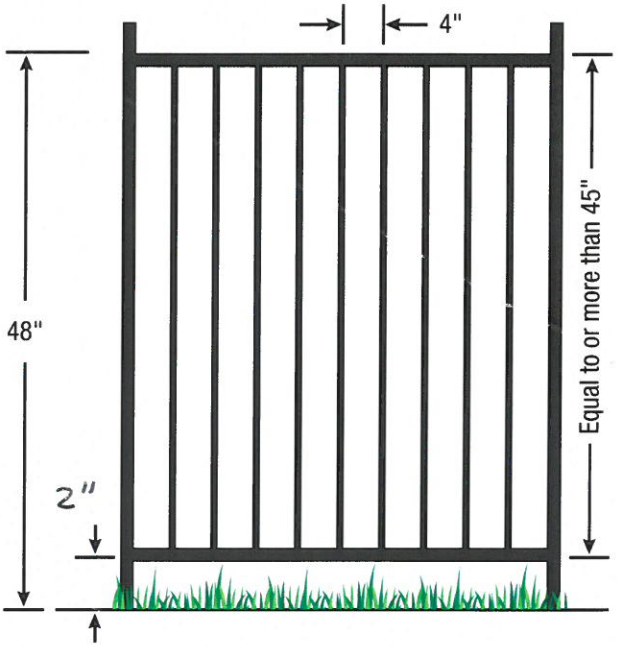

Figure 1
1. The **top of the barrier** shall be at least 48 inches above the surface measured on the side of the barrier which faces away from the swimming pool (figure 1).
(figures 1 and 10).